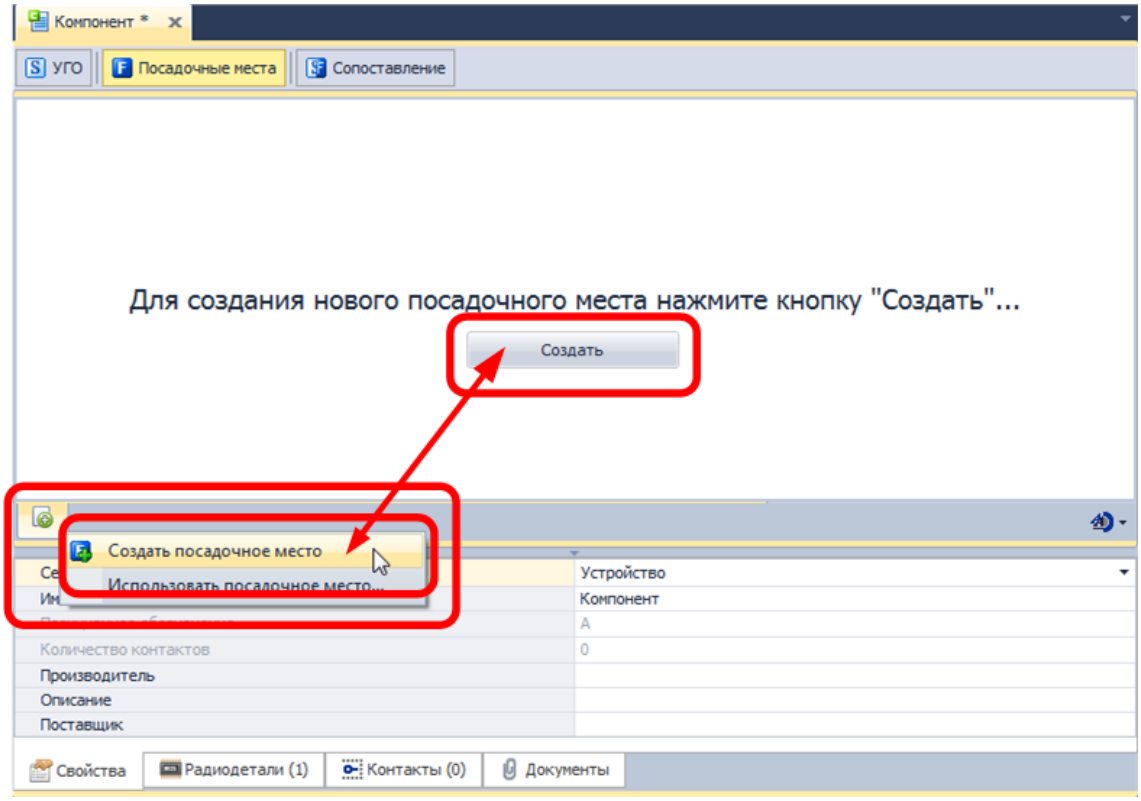

Рис. 270. Создание посадочного места в редакторе компонентов
2. Выбрать пункт «Создать посадочное место» в контекстном меню, вызываемом на кнопке «Создание/Использование посадочных мест», см. Рис. 270.